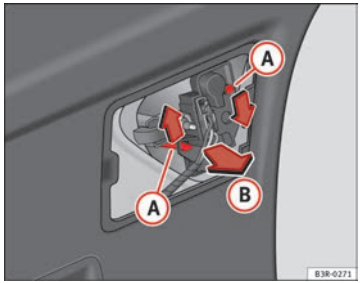

Fig. 234 Remove the bulb holder
– Press on the tabs (A) ⇒ Fig. 234 in the direction of the arrows and remove the bulb holder by pulling in the direction of the arrow (B).